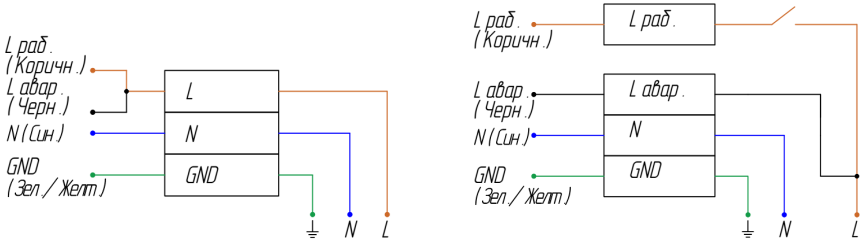

Рисунок 3 — Схема подключения аварийного светильника:
5.7.3. Если предполагается включать и выключать светильник в рабочем режиме, присоедините фазный рабочий провод (Lраб.) к клемме Lраб. через выключатель (см. рисунок 3, б). В данном случае возможно включение/отключение рабочего освещения через выключатель. В случае возникновения аварийного отключения электроэнергии светильник автоматически перейдет в аварийный режим при любом положении выключателя.